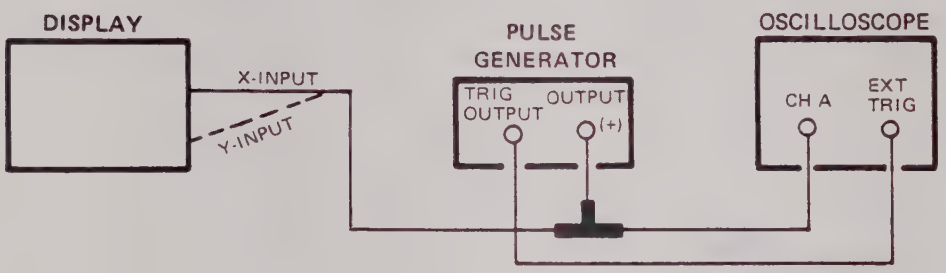

Figure 4-6. Repeatability Test Setup
a. Connect equipment as shown in figure 4-6.